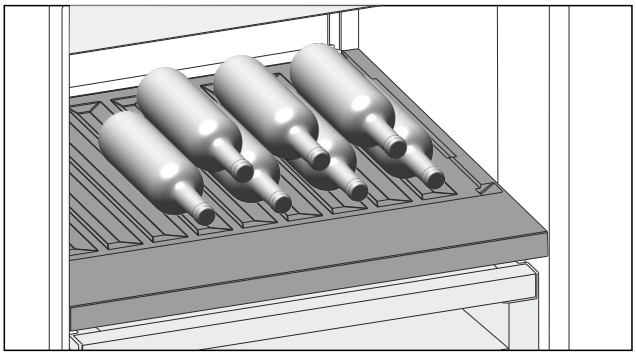

Fig. 165 Ilustratīvs attēlojums
▶ Ievietojiet pudeles ar dibeniem uz aizmuguri pret aizmugurējo sienu. (skat. Fig. 165)